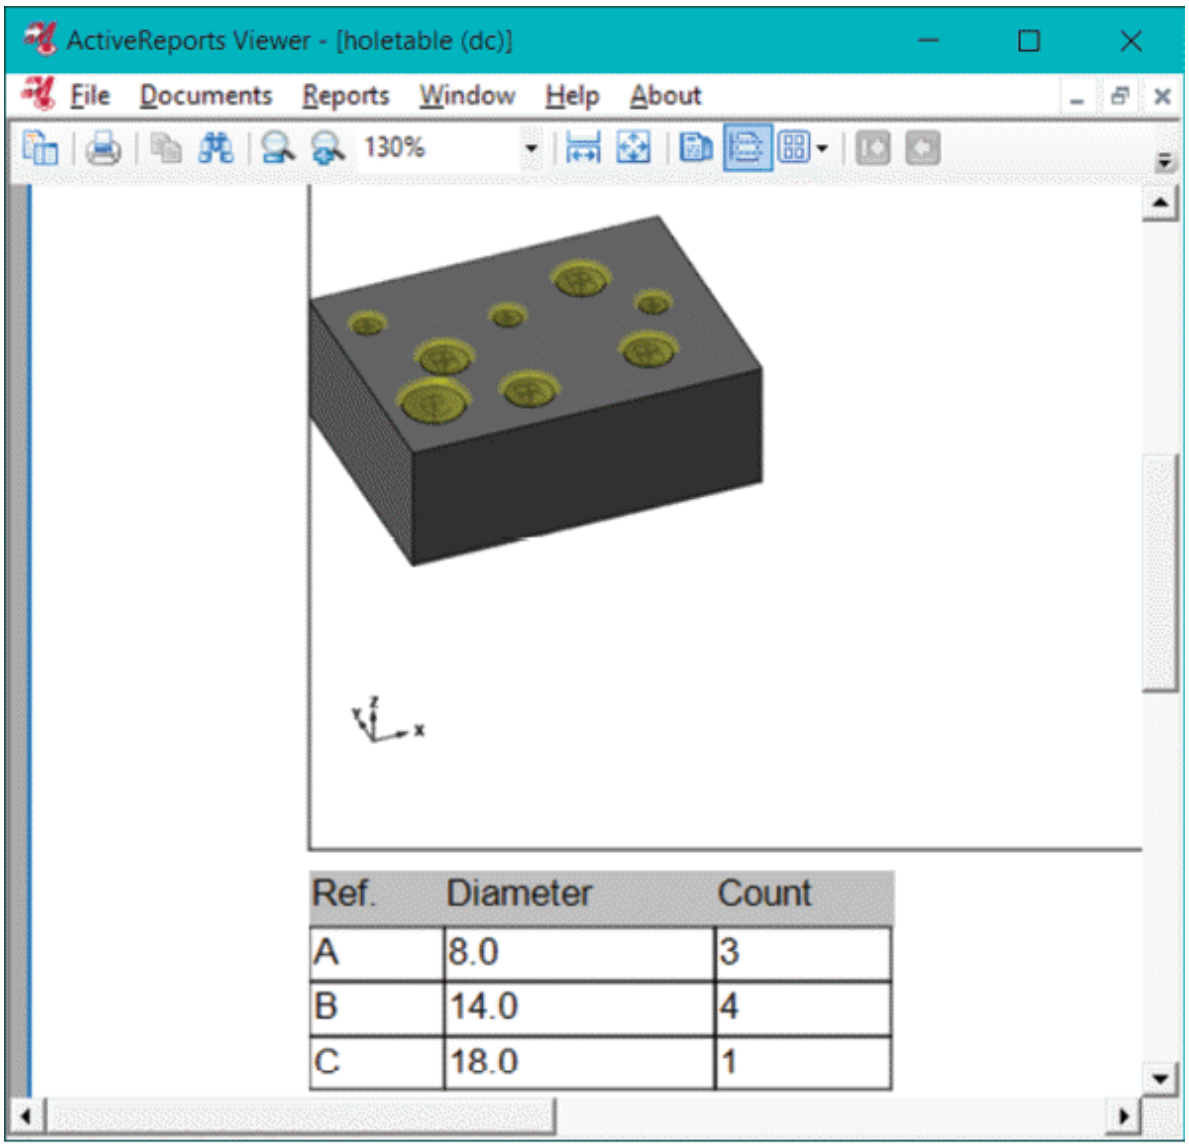

Figure-28. ActiveReports Viewer
- Click on the **Create** button from the **Active Reports** rollout of **Manager** to generate a report. The **ActiveReports Viewer** application will be displayed with report of holes; refer to Figure-28. Save the report or print them as desired. Exit the application after generating the reports.